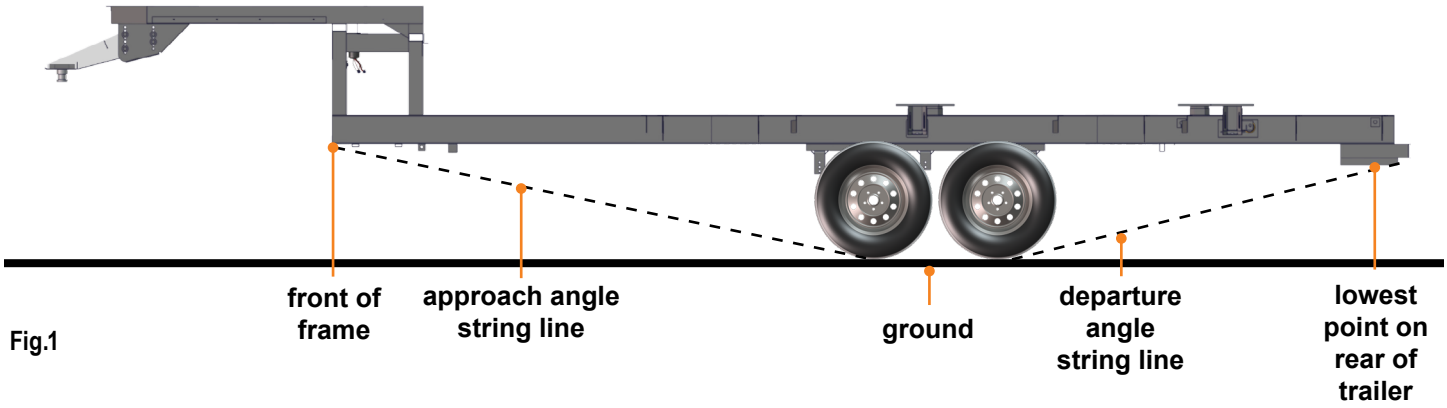

Fig.1
NOTE: The rear Level Up jacks should be mounted approximately 12 - 18" (305 - 457 mm) behind the rear tires on a tandem axle trailer or as close to the rear tire as allowed on a tri axle trailer and within the plane of the departure angle **(Fig.1)**, and aligned with each other. The mid Level Up jacks should be mounted approximately 1 foot in front of the front tires. Mid jacks can be offset up to 24 inches to clear obstructions, i.e. entry steps. Determine the location of the current power unit (if one is already on the trailer) or where the new power unit and valve manifolds will be mounted.
1. When fully retracted, the rear jacks **MUST** be mounted to achieve a minimum ground clearance equal to the departure angle **(Fig.1)** or no less than 8" (203 mm) to the ground to enable maximum level correction. Any additional ground clearance added to the jack location will decrease the amount of level correction available to the system.